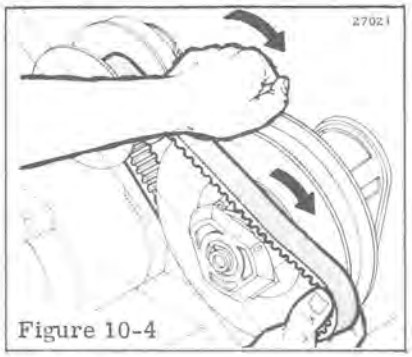

Figure 10-4
e. Ride belt off sheave as sheave is twisted to right and closed, Figure 10-4.